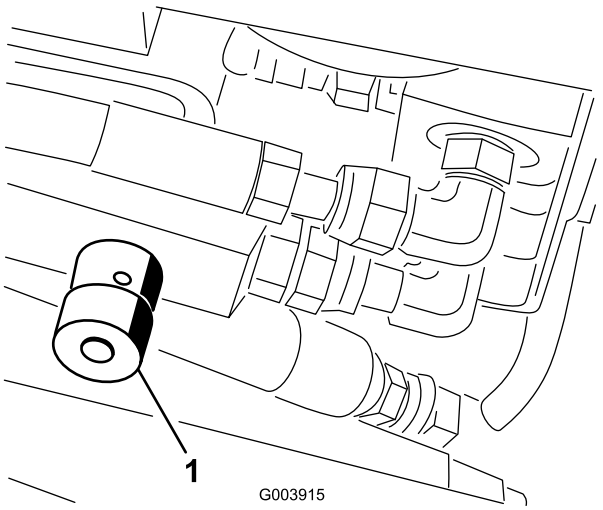

Figur 76
1. Höj huven och lokalisera ventilen på maskinens bakre, vänstra sida (Figur 76).